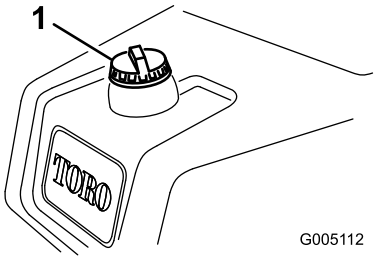

Figuur 28
1. Reinig de omgeving van de tankdop en verwijder deze (Figuur 28).